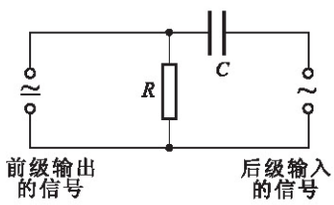

图 2-4-5 隔直电容：直流不能通过电容器 C，只能经电阻 R 形成回路
在电子技术中，各类信号放大系统中常常需要把交流信号送到下一级，但要求各级之间直流互不干扰. 为此，可以在两级电路间串联一个电容器来阻止直流成分通过，如图 2-4-5 所示. 具有这种用途的电容器叫隔直电容.
1. 如图 2-4-5 所示，若传输的信号是音频信号时，使用的隔直电容为 C_1；若传输的信号是视频信号时，使用的隔直电容为 C_2. 则 C_1 和 C_2 相比，哪个较大？为什么？已知视频信号频率远大于音频信号频率.
2. 如图 2-4-5 所示，经隔直电容 C 后的输入信号中除了有用的信号以外，尚含有无用的高频成分，为去掉无用的高频成分，可以再加一个旁路电容 C'.
（1）在图 2-4-5 中画出所加的旁路电容 C'.